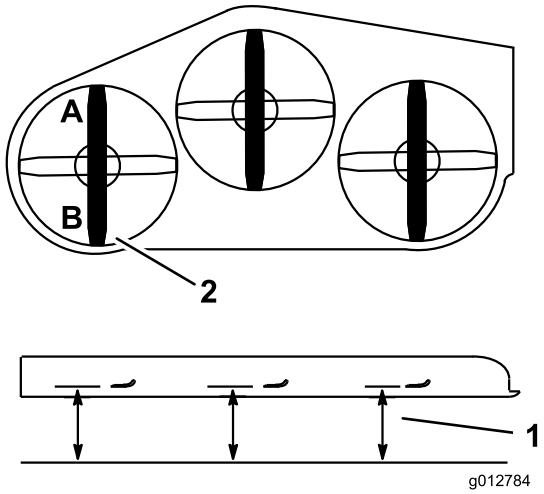

**Figuur 85**
2. Meet het linkermes bij punt **A**. Meet de afstand tussen een horizontaal oppervlak en de snijrand van het maaimes en noteer deze afstand (Figuur 85).
3. Meet het linkermes bij punt **B**. Meet de afstand tussen een horizontaal oppervlak en de snijrand van het maaimes en noteer deze afstand (Figuur 85).
4. Het maaimes moet 6 tot 10 mm lager staan bij punt **A** dan bij punt**B** (Figuur 85). Indien dit niet het geval is, gaat u als volgt te werk.